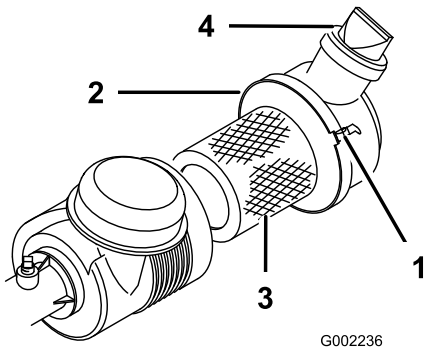

Figur 36
Kontroller luftfilterhuset for beskadigelser, som kan medføre en luftlækage. Sørg for, at støvhætten er tæt forseglet på luftfilteret. Udskift et beskadiget luftfilterhus. Tryk på ventilen (Figur 36) før hver brug for at rengøre den for støv og snavs. Efterse luftfilteret hver 100. time.
3. Løsn den luftfilterbøjle, som holder luftfilterdækslet til luftfilterhuset (Figur 36) og holder dækslet adskilt fra huset.
7. Fastgør med bøjlerne (Figur 36).
4. Monter dækslet med ventilen pegende nedad, og fastgør bøjlerne (Figur 36).